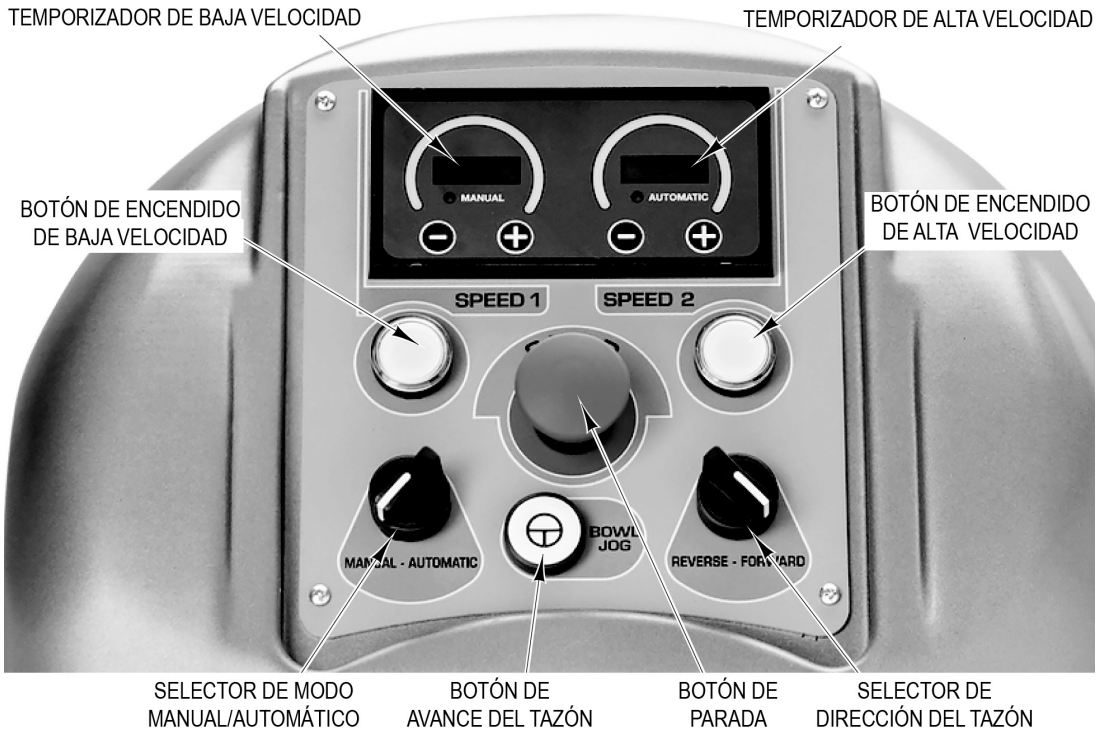

Fig. 2
1. Ponga la amasadora en modo continuo (Fig. 2).
1. Ponga la amasadora en modo temporizado (Fig. 2).